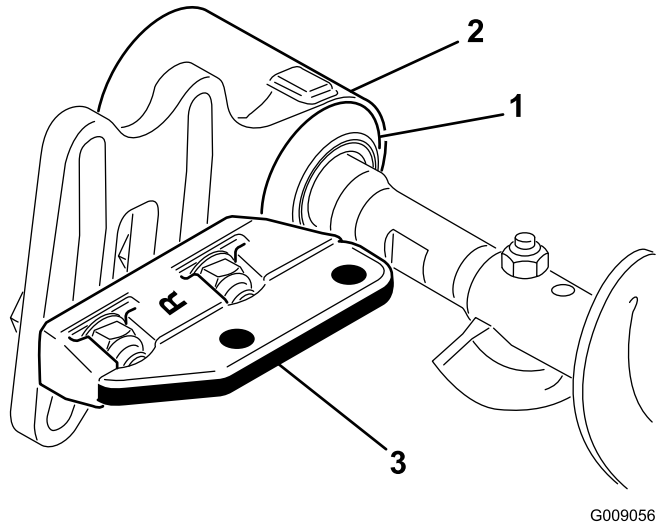

図 10
9. 各エクスクルーダシールを外側にずらし、シールのリップがそれぞれのベアリングハウジングに軽く接触するようにする図 10。